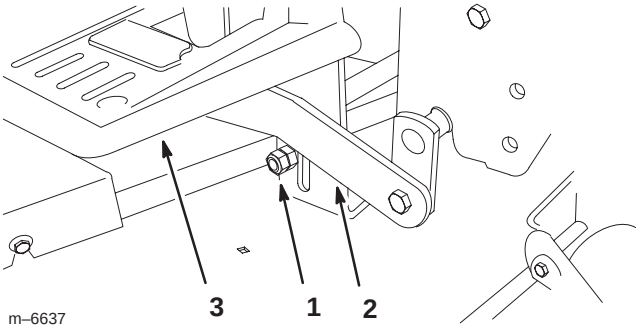

Figure 18
1. Raise the mower to the highest height–of–cut and check if the transport level stops contact the bottom of the draft bars (Fig. 18).
2. If needed, loosen and adjust the transport level stops so they just contact the bottom of the draft bars (Fig. 18).
5. If one of the bumpers does not contact the footrest, adjust the appropriate transport level stop (Fig. 18).